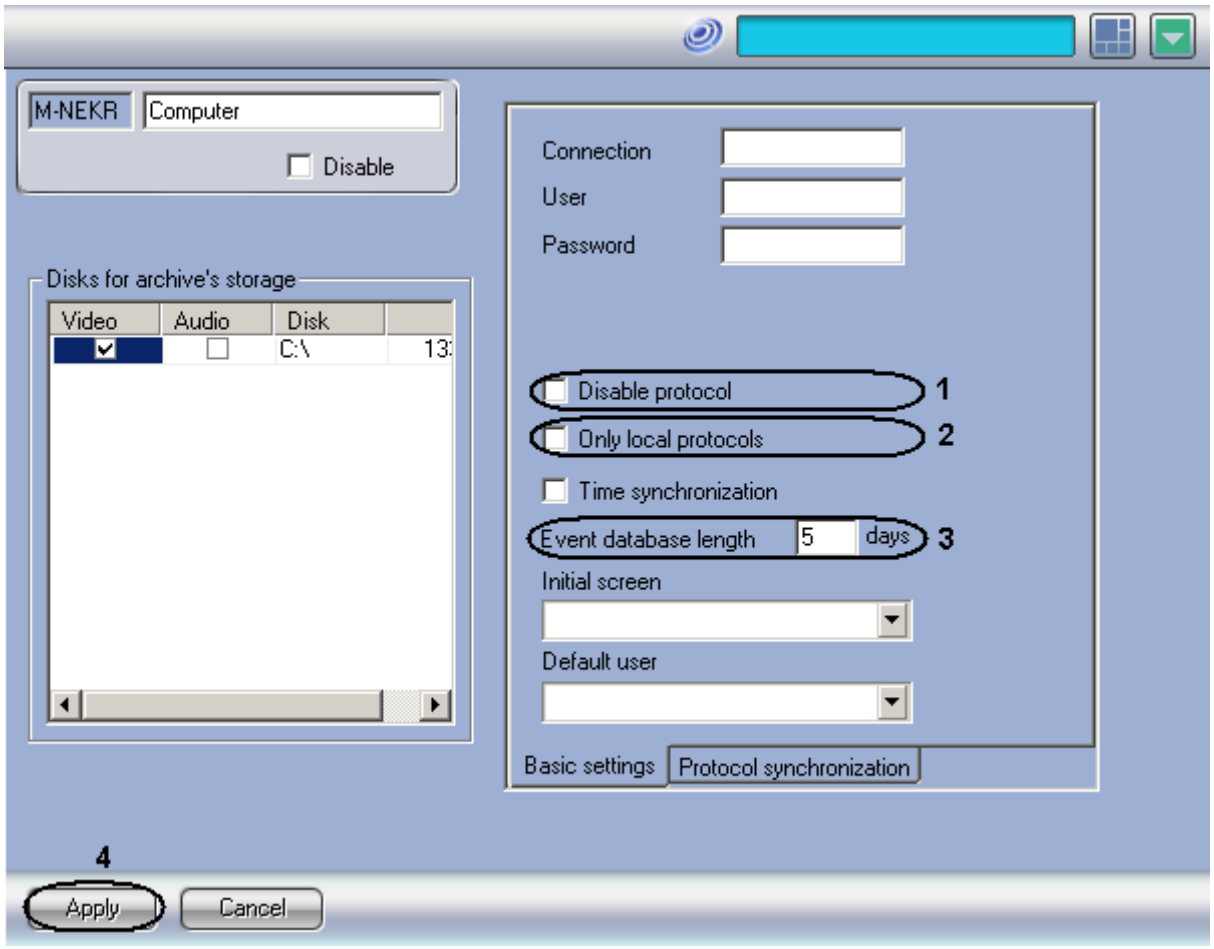

Figure 8.19-5 Configuring the "Event Viewer" database
The “Event Viewer” database is used for storing data about events registered in the system. The “Event Viewer” database is configured by means of the settings panel of the “Computer” system object (Figure 8.19-5).
1. To disable events recording to the “Event Viewer” database, set the “Disable protocol” checkbox (Figure 8.19-5, 1). This setting is relevant only for the Server corresponding to the “Computer” object.
2. Set the “Only local protocols” checkbox in case when only events registered on this computer are be logged to the database (Figure 8.19-5, 2). This setting is relevant only for the Server corresponding to the “Computer” object.
3. In the “Event database length” field specify the time period for storing the event archive in the “Event Viewer” database (Figure 8.19-5, 3). This setting is relevant only for the Server corresponding to the “Computer” object. To specify the time period for storing the event archive for all Servers in the distributed system, use the common settings in the “Programming” tab (see “Settings panel of the Common settings object” section). The value of the “Events archive length” parameter on the settings panel of the “Computer” object has the higher priority.
4. Click the “Apply” button to save all the changes (Figure 8.19-5, 4).